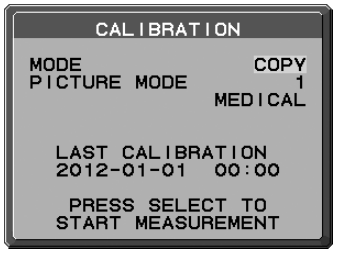

Abbildung C.3
3. Drücken Sie auf Monitor B LINKS oder RECHTS, um für den MODUS die Einstellung KOPIE auszuwählen **(Abbildung C.3)**.